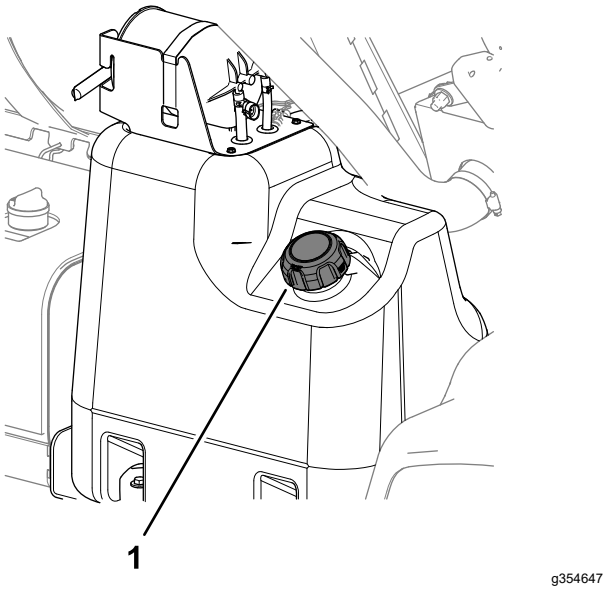

Figura 17
2. Limpe a zona em torno do tampão do depósito de combustível (Figura 17).